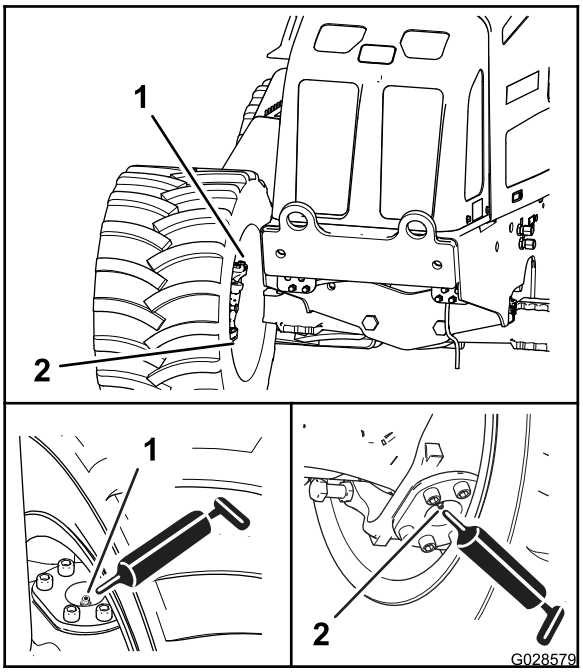
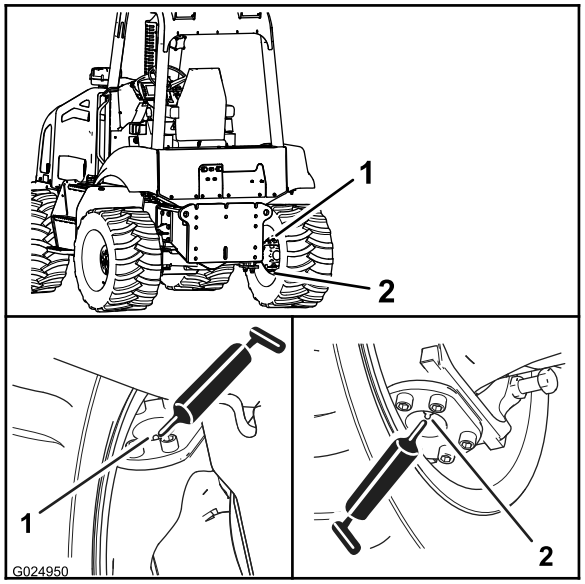

Rysunek 54
Rysunek 55
2. Podłącz smarownicę do smarowniczek w górnym i dolnym przegubie i wprowadź 2–3 pompy do każdej smarowniczki (Rysunek 54 i Rysunek 55).